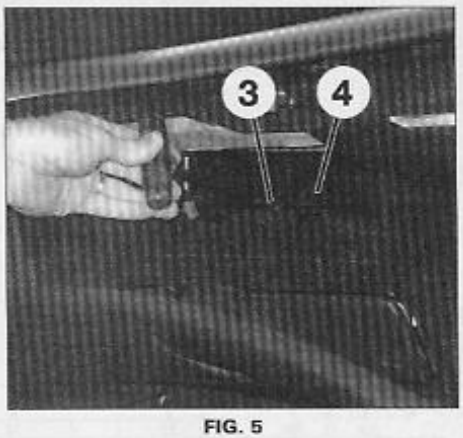

FIG. 5
- Déposer la vis (3) (vis 5,5 mm) (Fig.5).
- Soulever le couvercle (4).